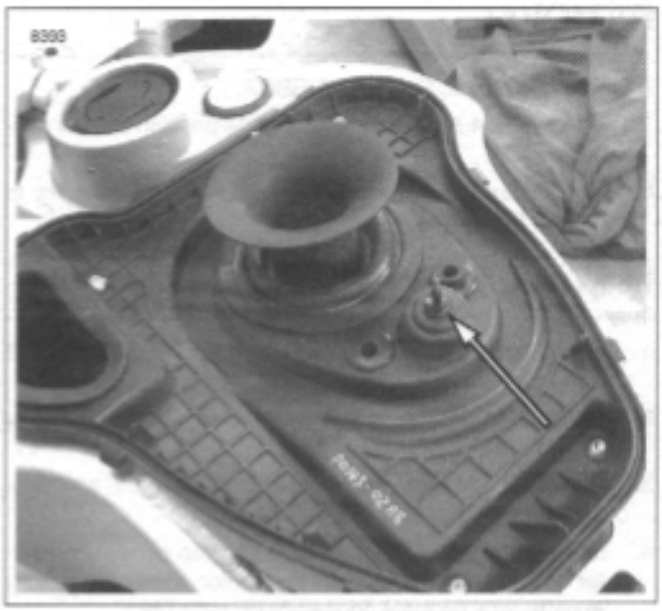

Figure 4-79. Intake Air Temperature Sensor Installed
2. See Figure 4-79. Remove airbox cover, filter. Remove fasteners securing base. See 4.43 AIRBOX.